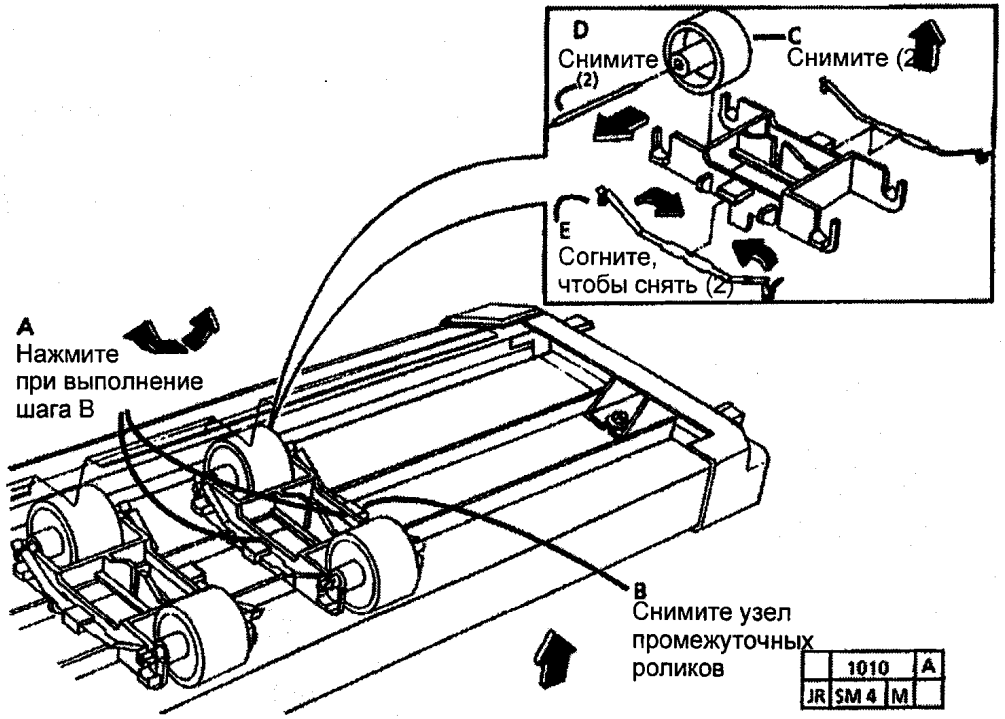

Рис. 2 Снятие промежуточных роликов
4. (РИС. 2): СНИМИТЕ ПРОМЕЖУТОЧНЫЕ РОЛИКИ.